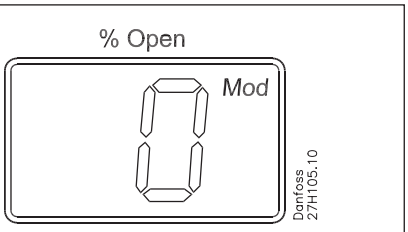

Fig. 5
- Normally the Opening Degree (OD) 0 – 100% of the ICM valve is displayed. No activation of push buttons for 20 seconds means that the display will always show OD (see fig. 5).